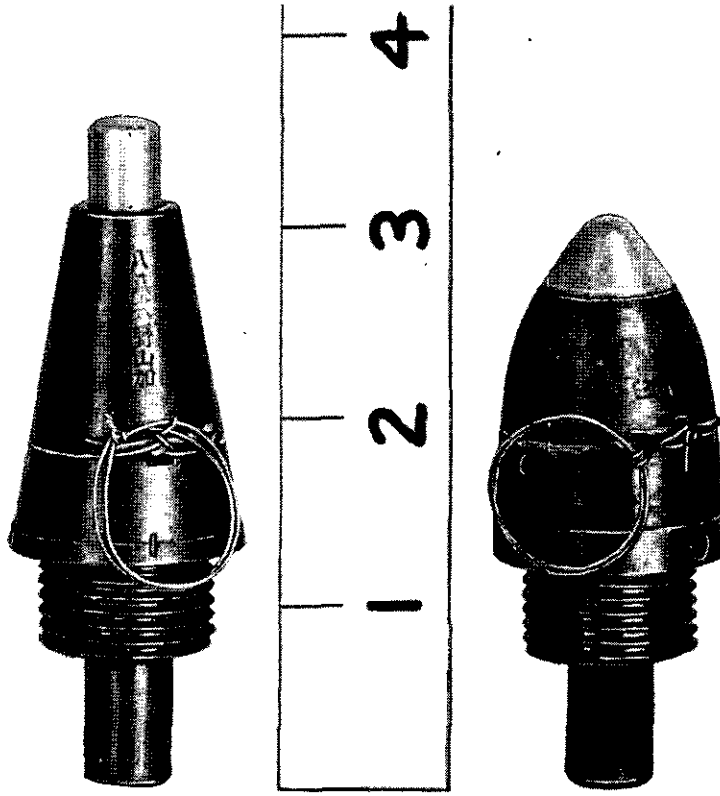

Figure 149.—Fuzes for 70- and 75-mm shells: instantaneous type (left) and delayed-action type (right).
Instantaneous or delay fuzes are used. Both are designated Model 88 and are used also in the ammunition for the Model 41 (1908) 75-mm mountain gun. (See par. **38e** (4), p. 227, and fig. 149, p. 228.)
(4) *Fuzes.*—The fuzes used are the Model 88 instantaneous and Model 88 delayed-action (estimated delay, 0.05 second) (fig. 149). These same fuzes are used in the ammunition for the Model 92 (1932) 70-mm infantry howitzer (battalion gun) (par. **37e**,